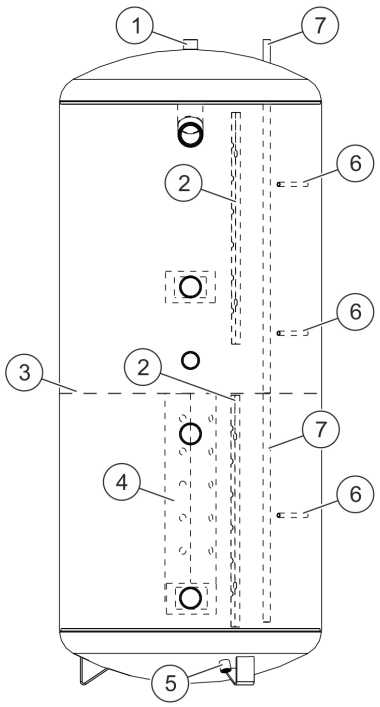

Abb. 2: Komponenten
Entleerung (Abb. 2/5)
Die Position der Fühler in der Fühlerklemmleiste (Abb. 2/2) und den Fühlerrohren (Abb. 2/6, 7) des Schichtenpufferspeichers ist abhängig vom verwendeten Heizgerät und der Betriebsweise der Heizungsanlage.
2. Installieren Sie das Fühlerrohr (Abb. 2/7).